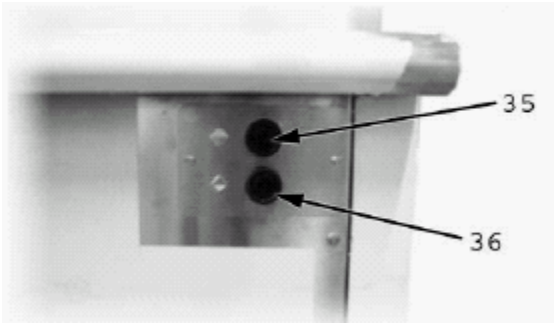

Рис.4
- Нажмите кнопку (поз. 36 на рис. 4), чтобы вернуть противень в горизонтальное положение.